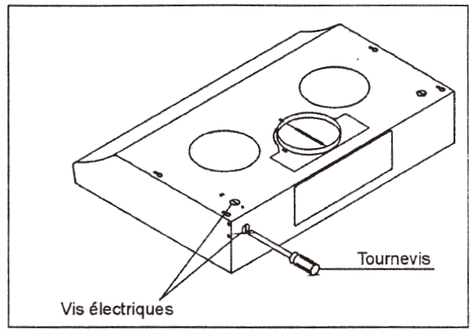

Fig. 7 Vis électriques
1. Enlevez le dessus ou les vis électriques de derrière selon la position du câble d'alimentation. (Fig. 7)
2. Relâchez les vis à l'aide d'un tournevis et utiliser des pinces pour retirer les vis délachés. (Fig. 7 & 8)